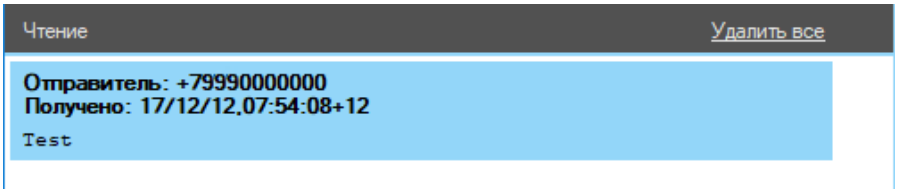

Рисунок 12 — Входящее SMS-сообщение
10.5.4 При поступлении SMS-сообщения оно отобразится в группе «Чтение» (см. рисунок 12).